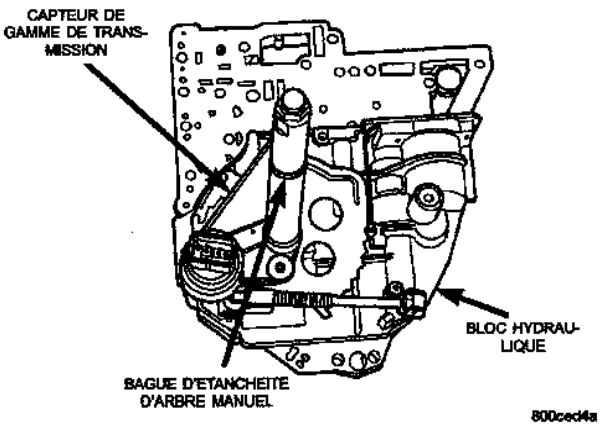

Fig. 20 Bloc hydraulique avec TRS
(6) Lever le véhicule.
(7) Déposer prudemment le carter d'huile de la boîte-pont et vidanger le liquide.
(8) Déposer le filtre à huile de la boîte-pont. Laisser le liquide s'écouler complètement de la boîte-pont.
(9) Déposer les boulons de retenue du bloc hydraulique.
(10) Extraire la tige de stationnement du support de guidage et déposer le bloc hydraulique de la boîte-pont.
(11) Placer le bloc hydraulique sur l'établi (Fig. 20).